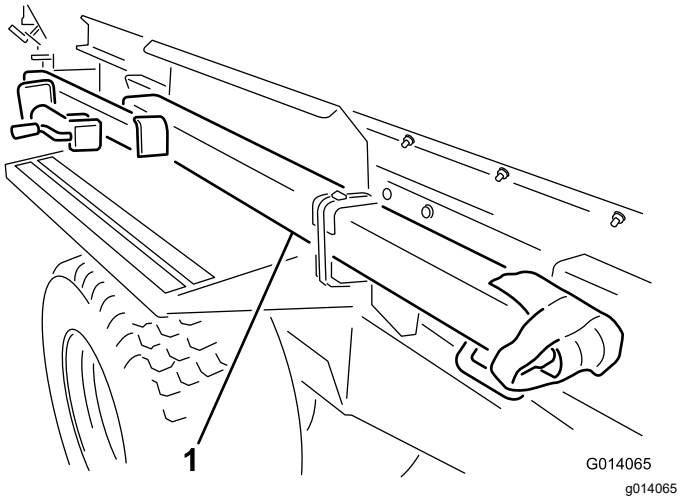

Figur 3
3. Avlägsna dragstången från leveransläget genom att skära av buntbanden som håller den mot stänkskärmen (Figur 3). Avlägsna monteringsfästena från stänkskärmen och kassera dem.